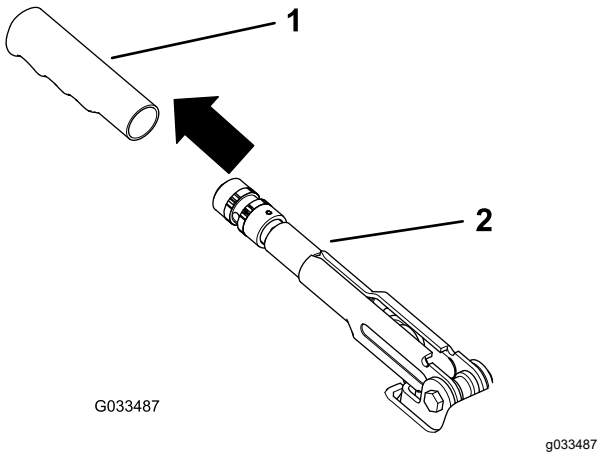

Figur 59
1. Fjern gummigrebet fra parkeringsbremsehåndtaget (Figur 59).
5. Monter gummigrebet på parkeringsbremse-håndtaget (Figur 59).